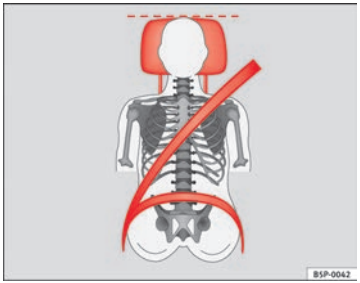

Fig. 14 Faixa do cinto de segurança e do encosto de cabeça regulados correctamente, vistos de frente
- **A faixa superior do cinto de segurança tem de passar sensivelmente por cima do meio do ombro e nunca por cima do pescoço ou do braço. O cinto de segurança tem de ficar bem cingido ao tronco do ocupante ⇒ Fig. 14.**